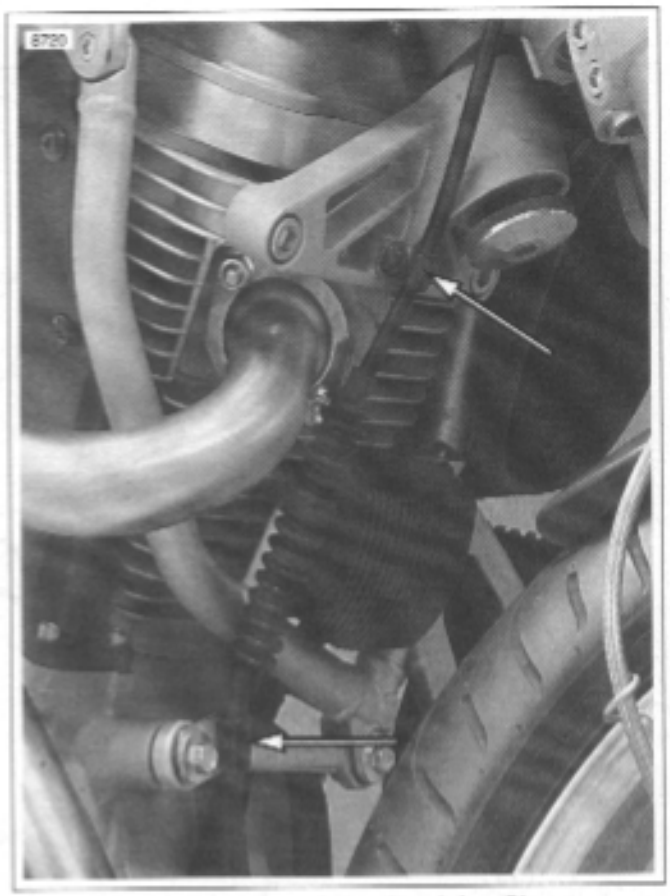

Figure 3-58. Clutch Cable Retaining Clamps
38. See Figure 3-58. Pull clutch cable back up into the proper position.